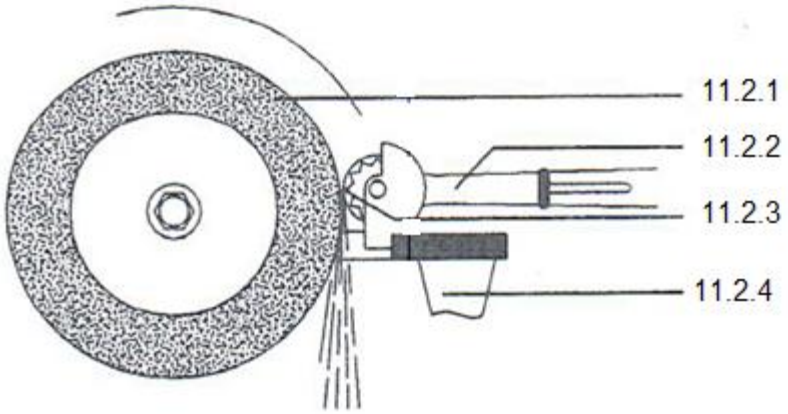

**FIGURE 4**
11.2 FIGURE 4 shows a diamond-tipped wheel dresser.